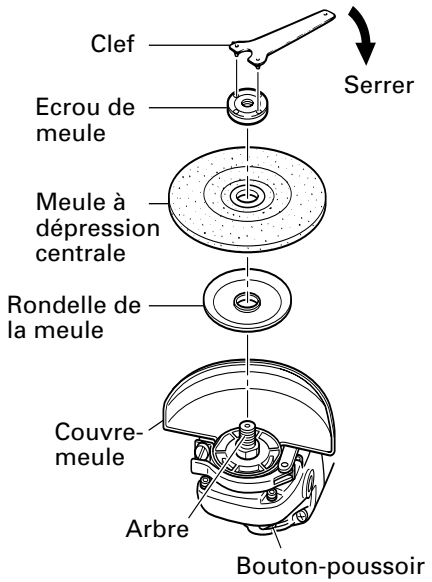

Fig. 5
S'assurer que la bouton-poussoir n'est pas engagée appuyant dessus deux ou trois fois avant de mettre la meuleuse en marche. (Fig. 5)
(1) Mettre la meuleuse à l'envers de façon que l'arbre soit dirigé vers le haut.
(2) Aligner l'entaille de forme ovale de la rondelle de meule avec l'encoche de l'arbre, puis les attacher.
(3) Positionner la protubérance de la meule à dépression centrale sur la rondelle de meule.
(4) Visser l'écrou de meule sur l'arbre.
(5) Tout en poussant sur la bouton-poussoir avec une main, verrouiller l'arbre en tournant doucement la meule à dépression centrale avec l'autre main. Serrer l'écrou de meule en utilisant la clef fournie comme montré sur la Fig. 5.